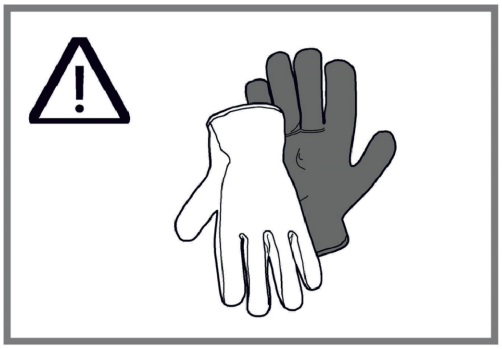

Fig. 6
- Der kan være skarpe kanter under installation, brug derfor gerne beskyttelses handsker (Fig. 6).